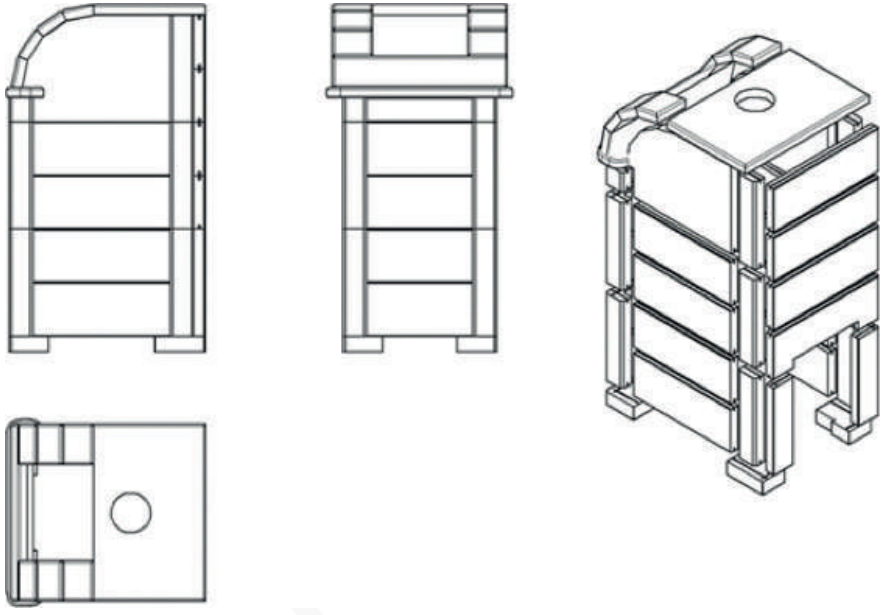

Рис.21 Схема сборки облицовки печи Калита Князь
2.3.10.1 Сборка декоративно защитного ограждения осуществляется по ярусам, согласно нумерации, проставленной на внутренней стороне каждой из каменных плит в соответствии со схемой сборки см.рис.21 Первая цифра обозначает номер стороны, вторая номер яруса. Нумерация сторон начинается от проёма топочного тоннеля по часовой стрелке.
2.3.10.2 Сборка начинается с установки опор декоративно защитного ограждения поз. 1, рис.21 и плиты под номером 1/1, далее по нумерации. Соединение плит между собой производится с помощью закладных элементов, устанавливаемых между плитами (поставляется в комплекте). Закладные элементы также имеют маркировку, указывающую на ярус и сторону установки.